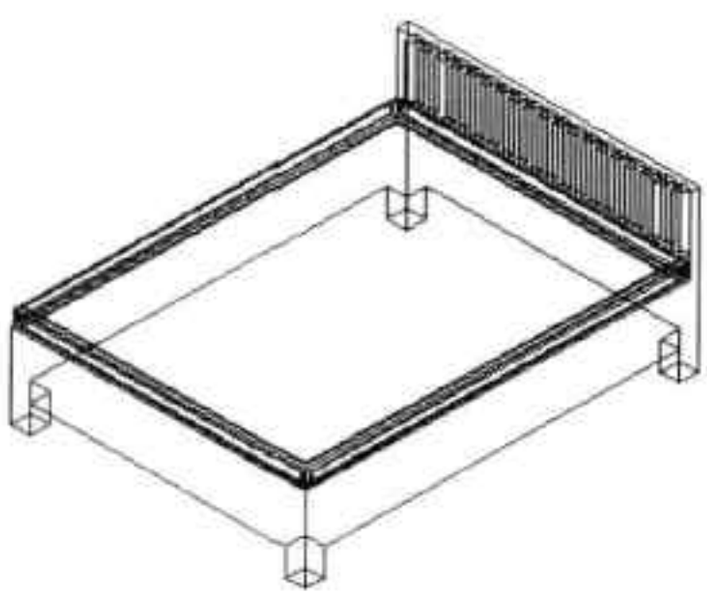

图14-68 合并床模型
Step15 执行“并集”命令，对床靠背模型与床板模型进行合并，如图 14-68 所示。